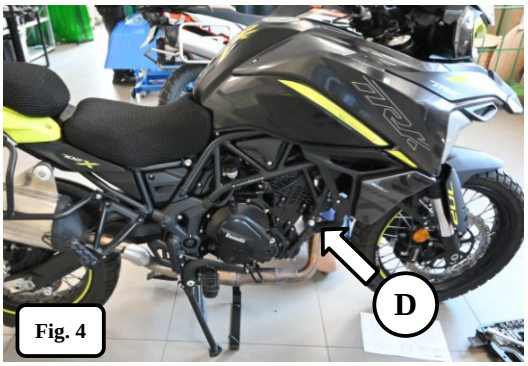
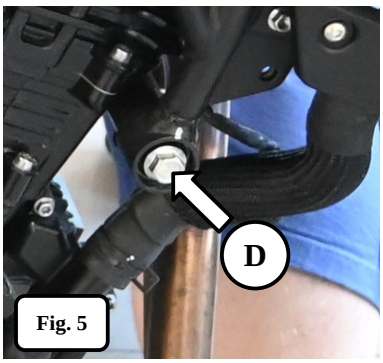
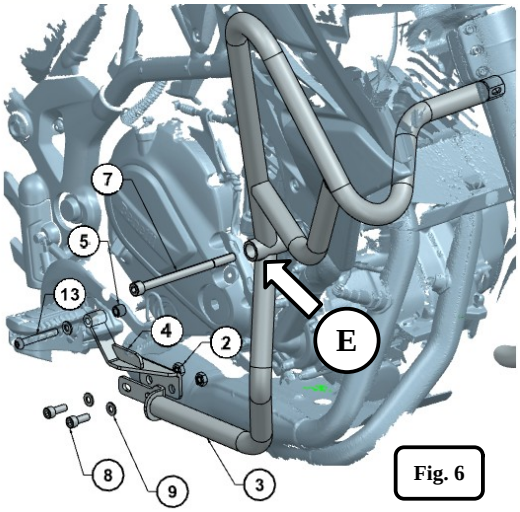
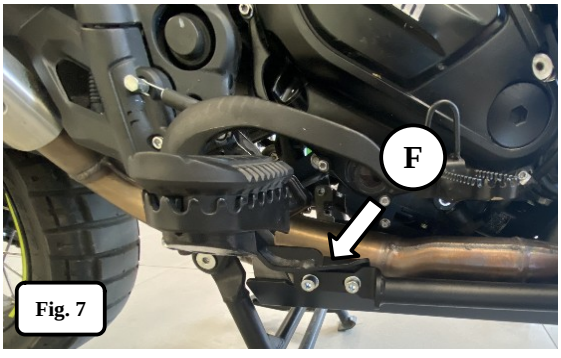

Fig. 4
Fig. 5
Fig. 6
Fig. 7
ENG 2. (D) Unscrew bolt , and (E) screw the Right Crash bar (3) with bolt (7) [Fig.4] / [Fig.5] / [Fig.6]
PL 2. (D) Odkręcić śrubę i (E) przykręć gmol prawy (3), śrubą (7) [Fig.4] / [Fig.5] / [Fig.6]
DE 2. (D) Entfernen Sie die Schraube und (E) befestigen Sie den rechten Sturzbügel (3) mit der Schraube (7) [Abb. 4] / [Abb. 5] / [Abb. 6].
ENG 3. (F) Loosely attach the Right Crash bar (3) with bolts (8), through washers (9), to the crash bar mount (4) with nuts (2). [Fig.5] / [Fig.6] / [Fig.7]
PL 3. (F) Przykręć luźno Gmol prawy (3) śrubami (8), przez podkładki (9), do mocowania gmola (4) nakrętkami (2). [Fig.5] / [Fig.6] / [Fig.7]
DE 3. (F) Befestigen Sie locker den rechten Sturzbügel (3) mit Schrauben (8), durch Unterlegscheiben (9), an die Sturzbügelbefestigung(4) mit Muttern (2). [Abb.5]/[Abb.6]/[Abb.7]